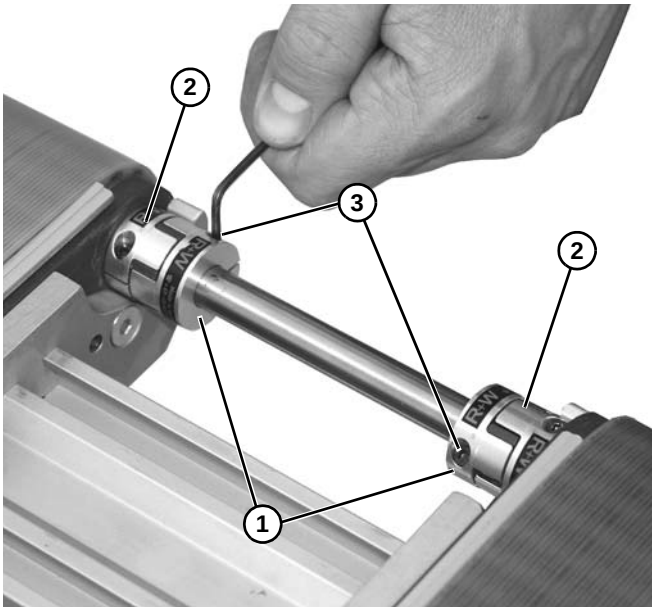

Figure 29
10. Glisser les deux extrémités de la partie intérieure de l'accouplement à 3 branches **(Figure 29, élément 1)** dans les parties correspondantes de l'accouplement **(Figure 29, élément 2)** et fixer avec les vis de fixation **(Figure 29, élément 3)**. Serrer les vis au couple de 2 N.m.